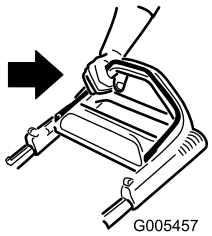

Figuur 12
1. Houd de bedieningsstang van het maaimes tegen de handgreep (Figuur 12).